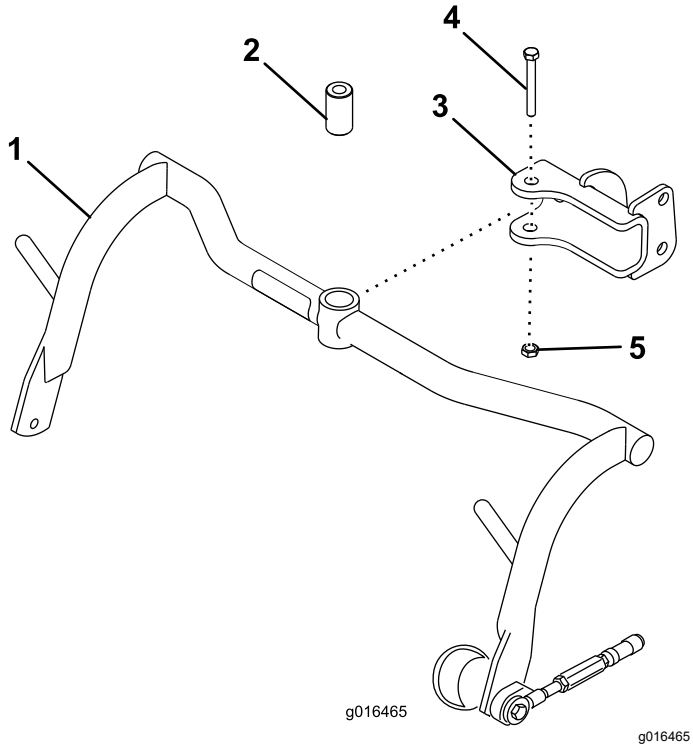

Rysunek 5
1. Zamontuj zespół ramy nośnej do każdego uchwytu widełkowego używając tulei dystansowej, śruby (½ x 3¼ cala) oraz nakrętki zabezpieczającej (½ cala), patrz Rysunek 5. Dokręć z momentem od 91 do 113 N·m.